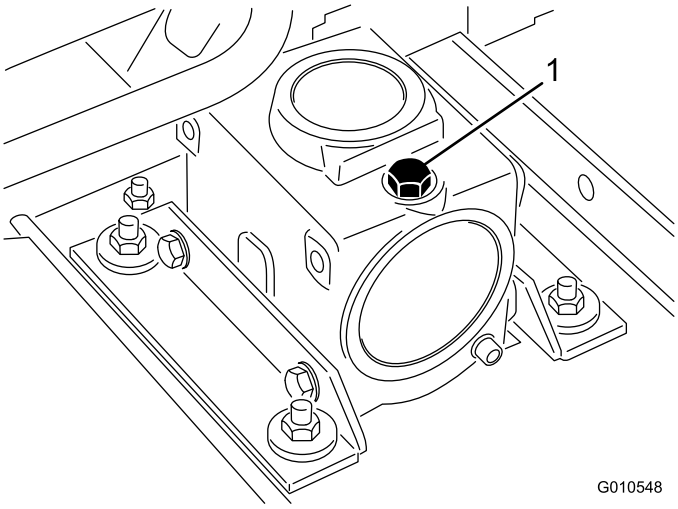

Figur 16
2. Ställ maskinen och klippenheten på en plan yta och sänk ned klippenheten. Ta ut oljestickan/påfyllningspluggen från övre delen av växellådan (Figur 16) och kontrollera att oljenivån ligger mellan markeringarna på oljestickan. Om oljenivån är låg fyller du på olja av typen SAE 80-90 tills nivån ligger mellan markeringarna. Alternativt kan syntetisk växellådsolja med specifikationen SAE 80-90 användas.